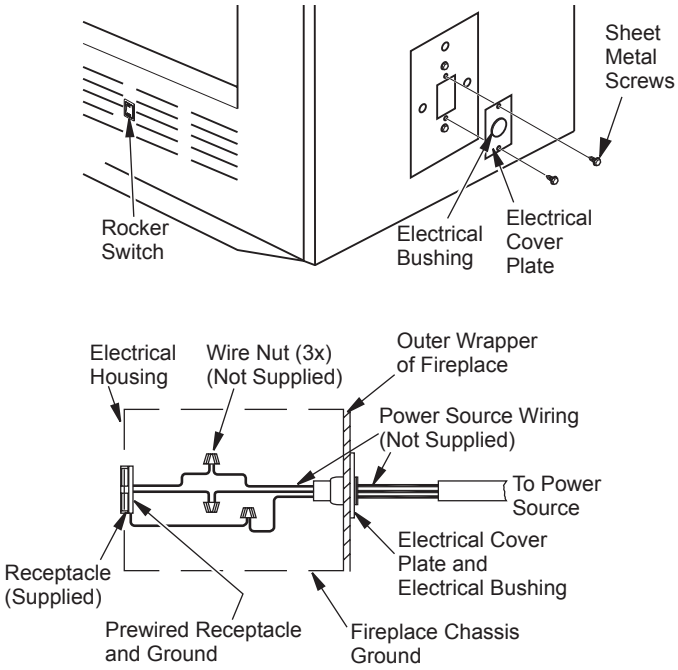

Figure 6 - Fan Switch-Electrical Bushing
Fan or blower kit is optional with this fireplace (for circulating models only). Use of blowers or fans other than those manufactured by IHP voids warranty. Fan is operated by pressing rocker switch (see Figure 6) in lower right hand corner of fireplace face. Blower is operated by turning control knob (not shown).
Fan/blower kit electrical connections are made through electrical cover plate on side of fireplace a shown in Figure 6.
1. Remove electrical cover plate with bushing from fireplace by removing 2 sheet metal screws as shown in Figure 6.
3. Slide all wiring connections in electrical housing as shown in Figure 6.